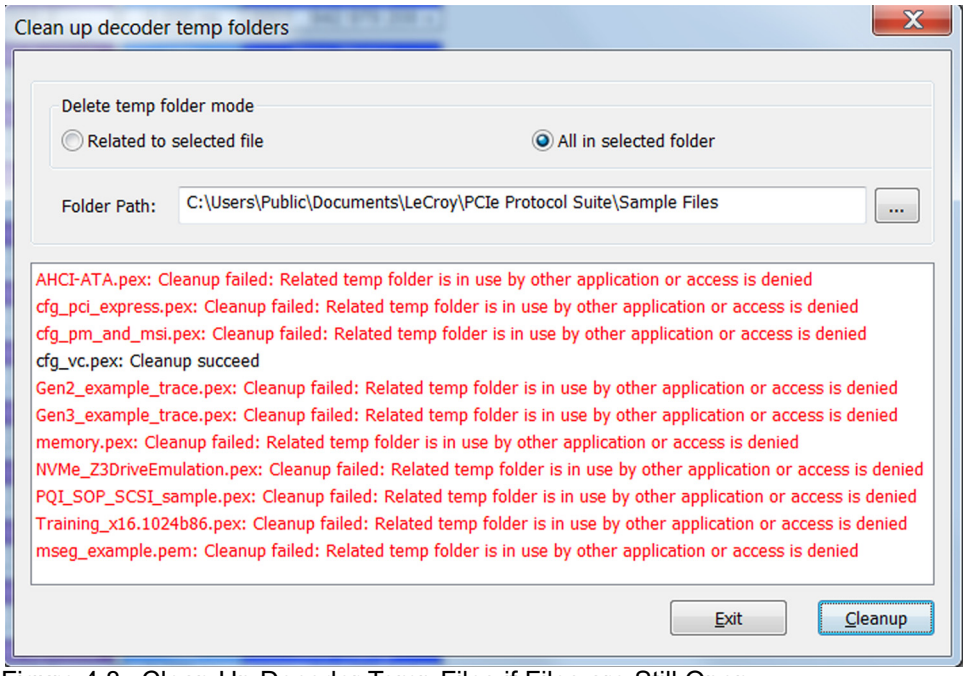

Figure 4.8: Clean Up Decoder Temp Files if Files are Still Open
6. Click on Yes, (if files are still in use the Clean Up will Fail, see Figure 4.8 on page 171).